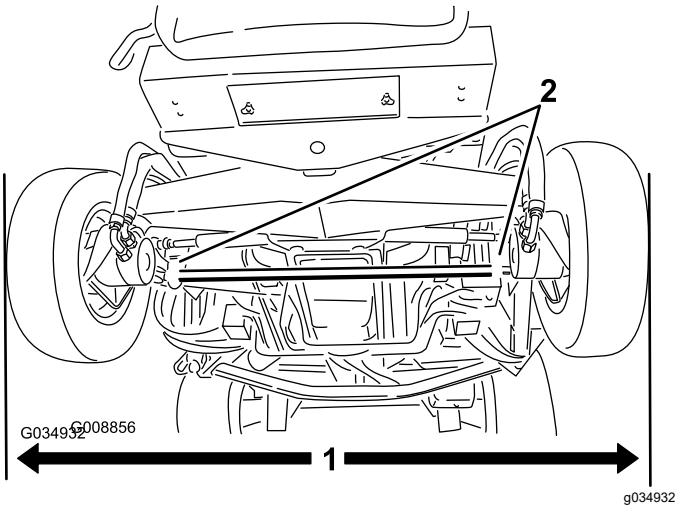

Figuur 115
1. Zet de achterwielen recht en meet de buitenafstand (ter hoogte van de assen) aan de voorzijde en de achterzijde van de achterwielen (Figuur 115).
2. Draai de klemmen aan beide uiteinden van de spoorstangen los om het toespoor af te stellen (Figuur 115).